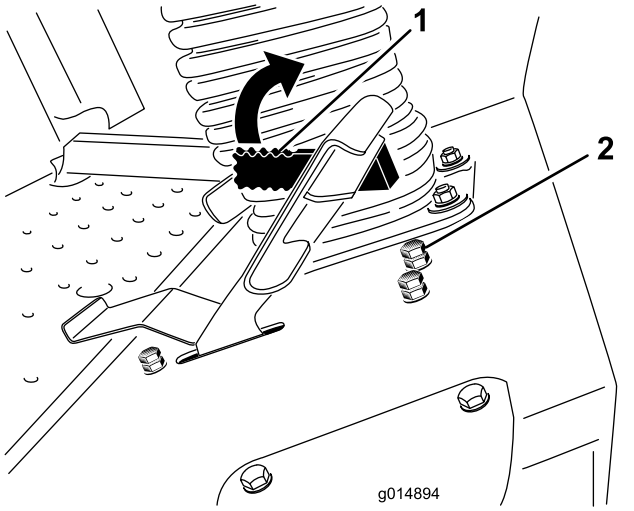

Figur 61
Sperrespaken for klippehastighet (Figur 61) kan flyttes fremover for å begrense trekkhastigheten ved drift.
3. Løsne låsemutteren på stoppebolten til sperrespaken for klippehastighet (Figur 61).